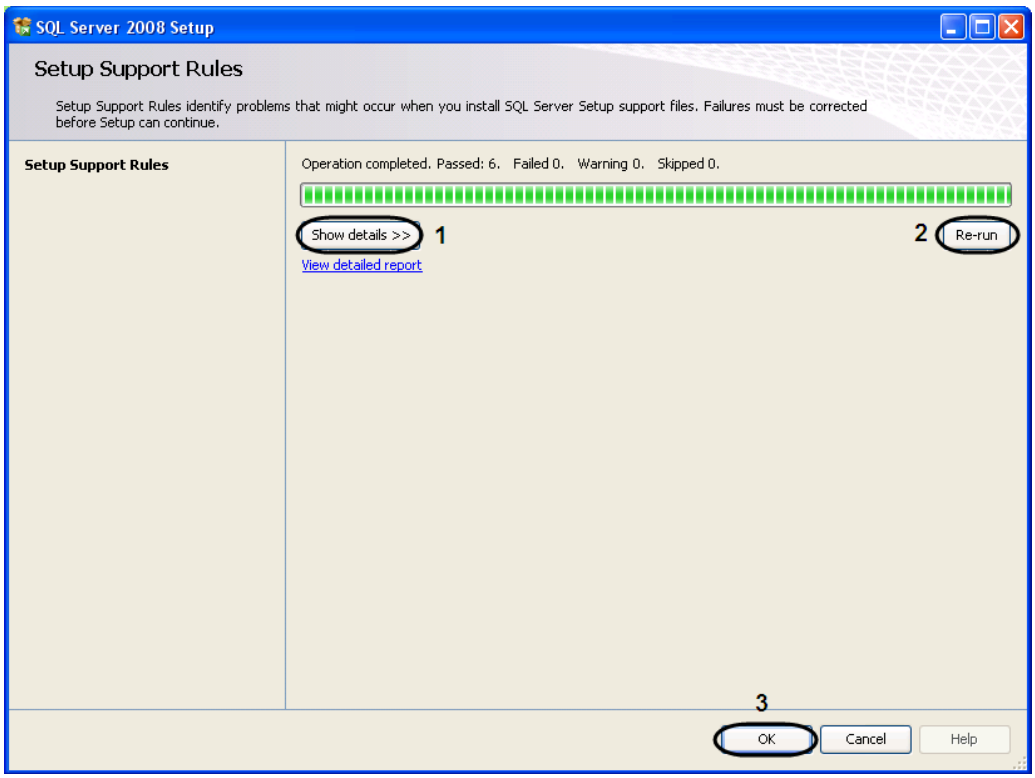

Figure 13.6-3 The "Setup Support Rules" box
3. The "Setup Support Rules" dialog box will be displayed for identification and deletion of possible problem while installing the MS SQL Server 2008 Express R2 (Figure 13.6-3).
3.1. To view the detailed report about installation, click the “Show details>>” button (Figure 13.6-3, 1).
3.2. To rerun the installation, click the “Re-run” button (Figure 13.6-3, 2).
3.3. To close the dialog box, click the “OK” button (Figure 13.6-3, 3).